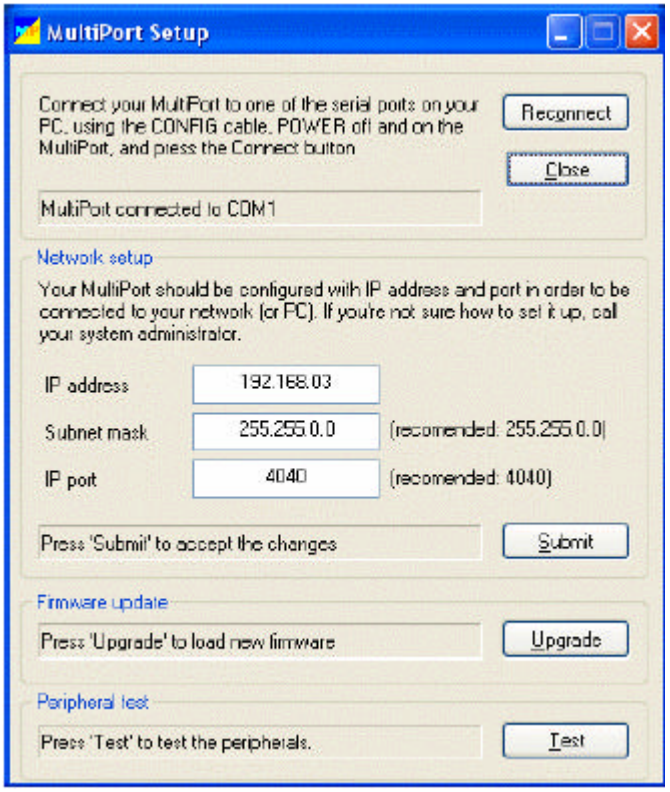

图 9　多端口控制盒的设置屏幕
8. 多端口控制盒设置软件（见图 9），应该显示出的网络地址。只有在特别需要的时候，才可以改变这个地址。